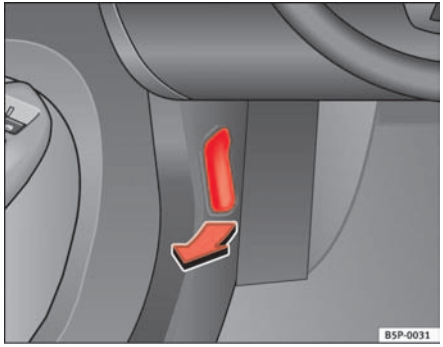

Fig. 151 Detail of the footwell: The release lever for the bonnet is located in the driver side footwell
– To release the bonnet, pull the lever under the dashboard ⇒ fig. 151 in the direction indicated (arrow). The bonnet will be released by a spring action ⇒ ⚠.